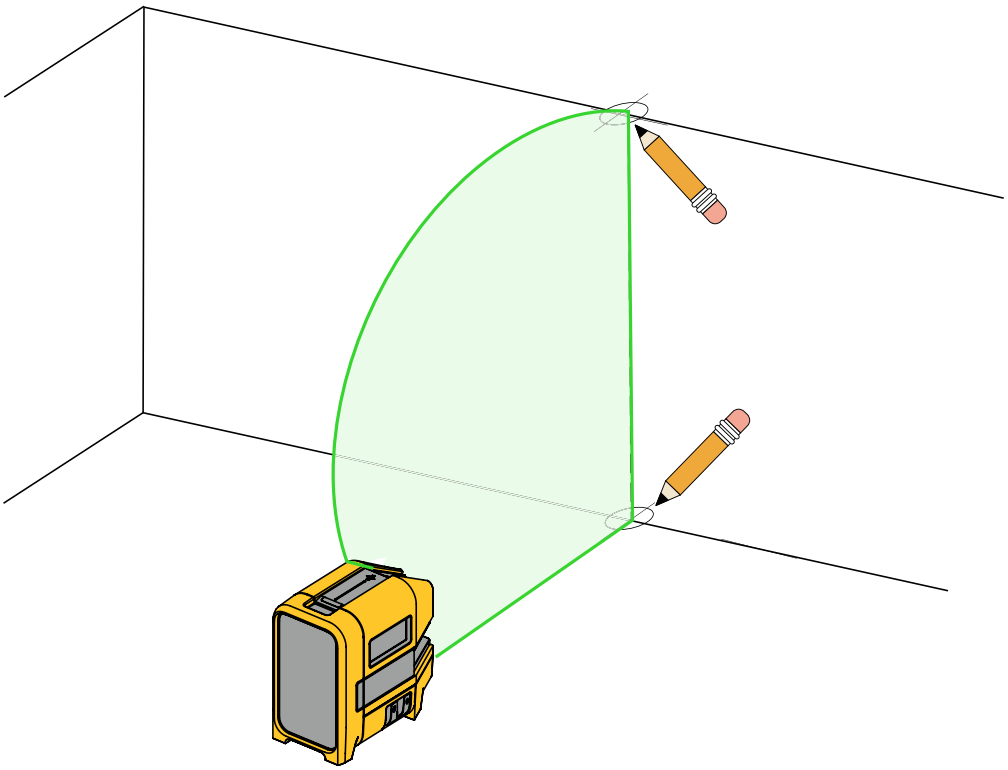

Rysunek 3. Nowe wyrównanie w pionie
2. Włącz laser pionowy i skieruj laser na powierzchnię docelową. Patrz Rysunek 3.